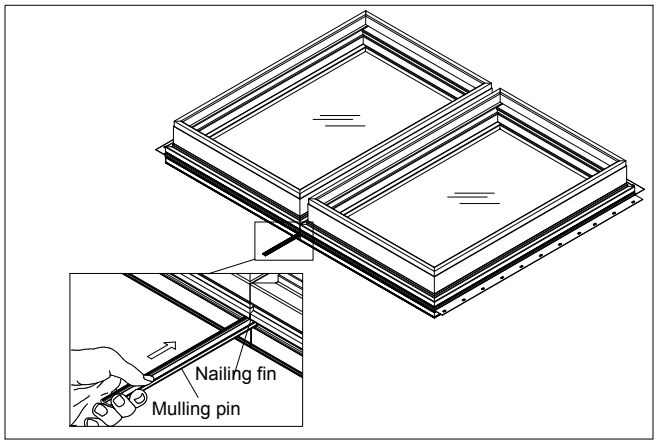

**Figure 2**
2. Slide aluminum mulling pin into nailing fin/drip cap kerf. The mull pin ends must be recessed 1/4″ (6) to allow sealant application later. See figure 2.